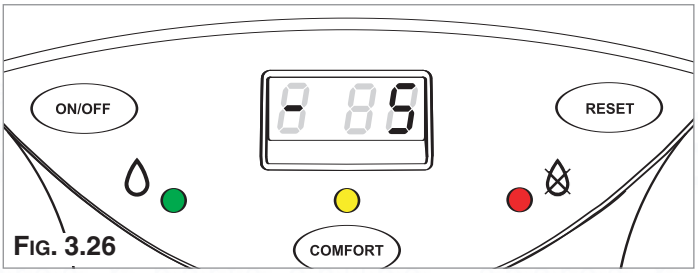

FIG. 3.26
4. Adjust the parallel shift by turning the heating control knob clockwise to increase or anti-clockwise to decrease as shown below. The shift value can be read on the right hand display, from -20 to +20 (Fig. 3.26).